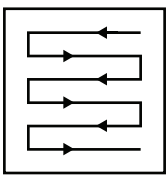

Fig. 16
5. Corte em linhas com ligeira sobreposição. O padrão mais eficaz para cortar relva é em linhas retas ao longo de um dos lados. Isso mantém as linhas uniformes e garante que o corte é realizado em todo o relvado, sem falhar zonas (Fig. 16).